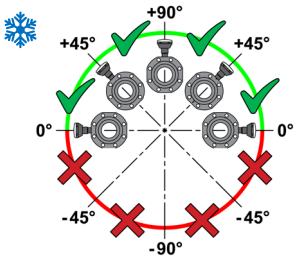

Fig.15
- **Applications de refroidissement ou mixtes:** le débitmètre peut être orienté avec des inclinaisons comprises entre 0° et -90° (***Fig.15***).